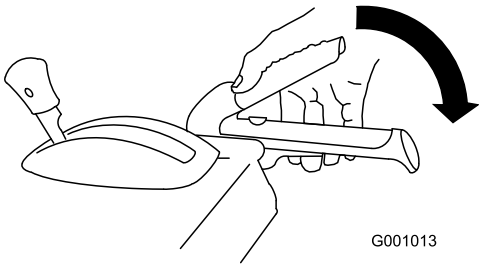

Rysunek 31
1. Aby załączyć napęd śruby śnieżnej/ wirnika, przyciśnij prawą dźwignię (śruba śnieżna/ wirnik) do uchwytu (Rysunek 31).